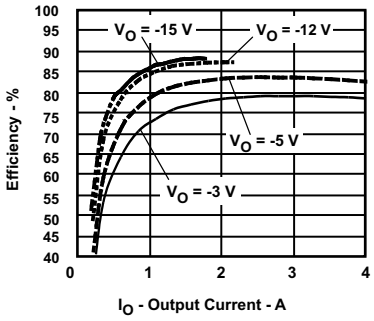
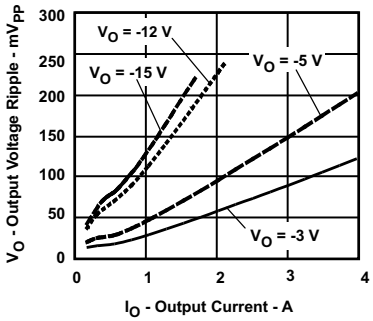
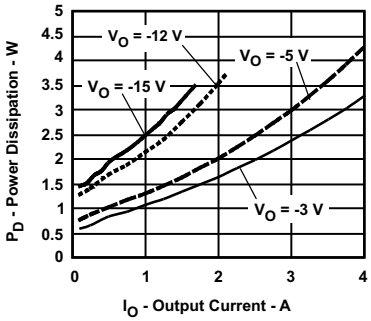

Figure 7.
Figure 8.
Figure 9.
(1) The electrical characteristic data has been developed from actual products tested at 25°C. This data is considered typical for the converter. Applies to Figure 7, Figure 8, and Figure 9.